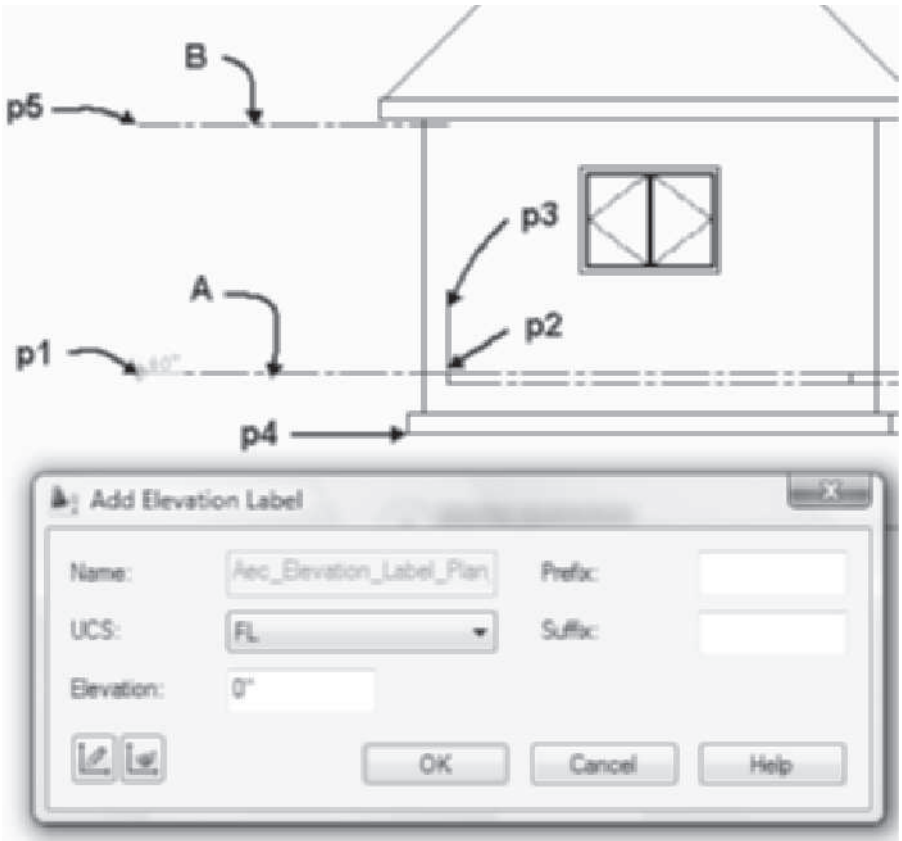

FIGURE 12.73 *Adding lines to an elevation*
19. Select **Line** from the **Draw** panel in the Home tab and respond to the following workspace prompts to draw a line as shown in Figure 12.73:
Specify first point: *(Hold* SHIFT *down, right-click, and choose* Endpoint*. Select the end of the top of the slab at* p2 *as shown in* Figure 12.73.*)*
20. Select the line at **A** as shown in Figure 12.73 to display the grips. Select the grip at the midpoint of the line, right-click, and choose **Copy**. Move the cursor up to display a polar angle of 90 and type **8' [2400]** in the workspace. Press ESC twice to end the selection and the grip edit.
Select objects to merge: *(Select line at* A *as shown in* Figure 12.73.*)*
Select objects to merge: *(Select line at* B *as shown in* Figure 12.73.*)*
Specify insertion point: *(SHIFT + right-click, choose* Endpoint *object snap, and then select the line at* p1 *as shown in* Figure 12.73.*)*
Specify base point: *Select the slab at* p2, *as shown in* Figure 12.73.*)*
Specify z-direction: *(Select a point near* p3 *as shown in* Figure 12.73.*)*
Specify insertion point: *(*SHIFT + *right-click, choose* Endpoint *object snap, and then select the end of Footing at* p4 *as shown in* Figure 12.73.*)*
Specify insertion point: (SHIFT + *right-click, choose* Endpoint *object snap, and then select the end of floor line at* p5 *as shown in* Figure 12.73.)